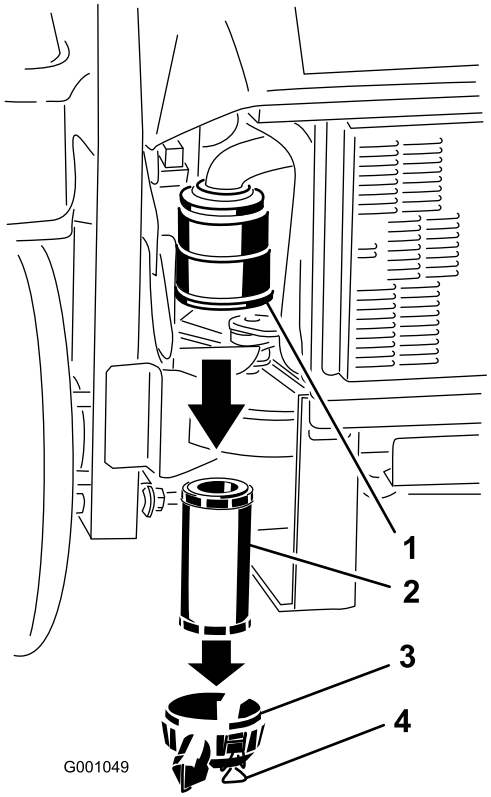

Rysunek 40
3. Zwolnij zaczepy znajdujące się na filtrze powietrza i zdejmij pokrywę filtra powietrza z obudowy filtra powietrza (Rysunek 40).
5. Delikatnie wysuń filtr powietrza z obudowy filtra powietrza (Rysunek 40). Nie pukaj filtrem o ścianki obudowy.